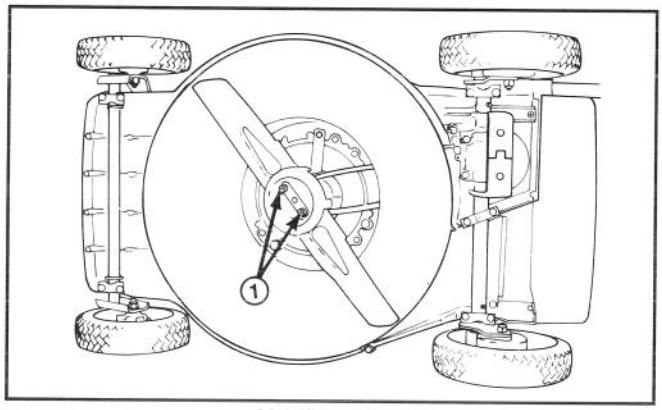

Abbildung 21
3. Den Mäher auf die rechte Seite kippen (Abb. 21). Das Messer nicht drehen, da es sonst Startprobleme geben könnte.
5. ENTFERNEN DES MESSERS—Das Endstück des Mähmessers mit einem Lappen oder einem dicken Handschuh anfassen. Entfernen Sie 2 Gegenmuttern, 2 Unterlegscheiben, Schutzpfanne und Messer (Abb. 21 & 23).